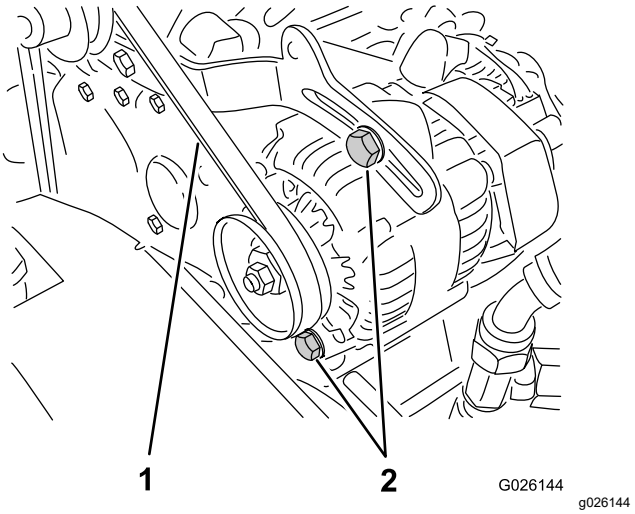

**Figur 67**
2. Kontrollera spänningen genom att trycka ner remmen mitt emellan vevaxel- och generatorskivorna med en kraft på 10 kg (Figur 67).
A. Lossa de två fästbultarna till generatorn (Figur 67).
B. Vrid generatorn med hjälp av en bändstång tills korrekt remspänning erhålls och dra därefter åt fästbultarna (Figur 67).